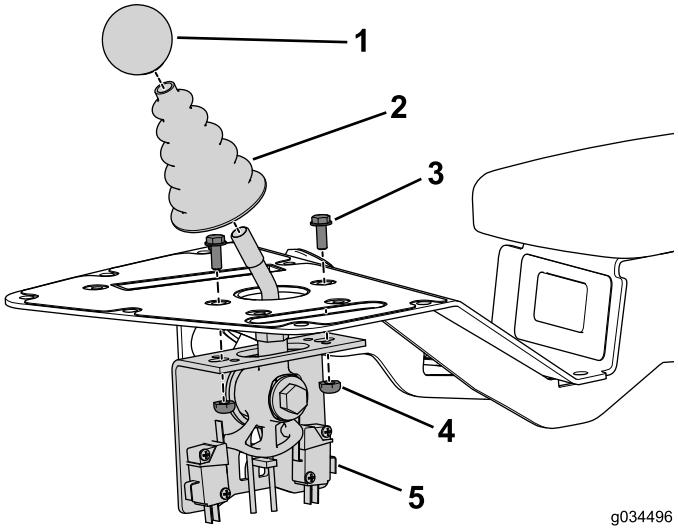

Figuur 17
1. Gebruik de 2 bouten (nr. 10 x 1/2 inch) en borgmoeren om de hendel aan de bedieningseenheid te bevestigen (Figuur 17).